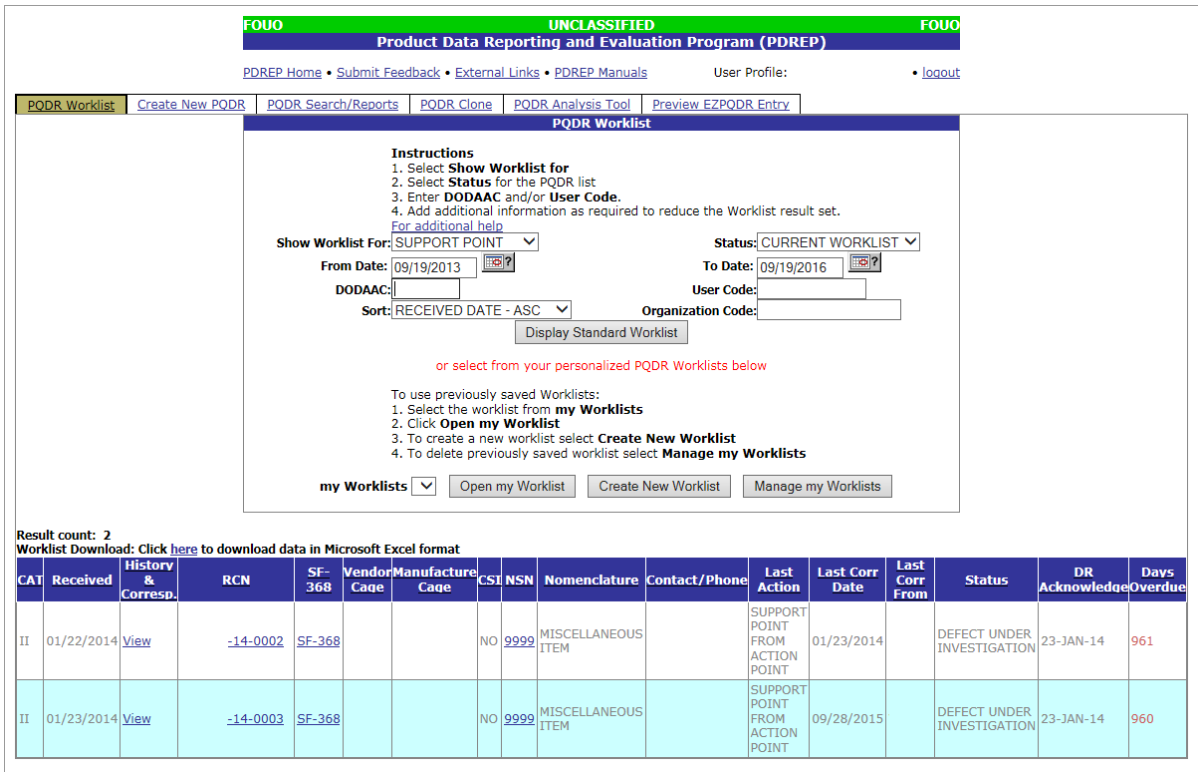

Figure 1.3
6. When you have selected the criteria, click *Display Standard Worklist* to view all PQDRs matching the criteria entered. The Worklist results will appear below (Figure 1.3).